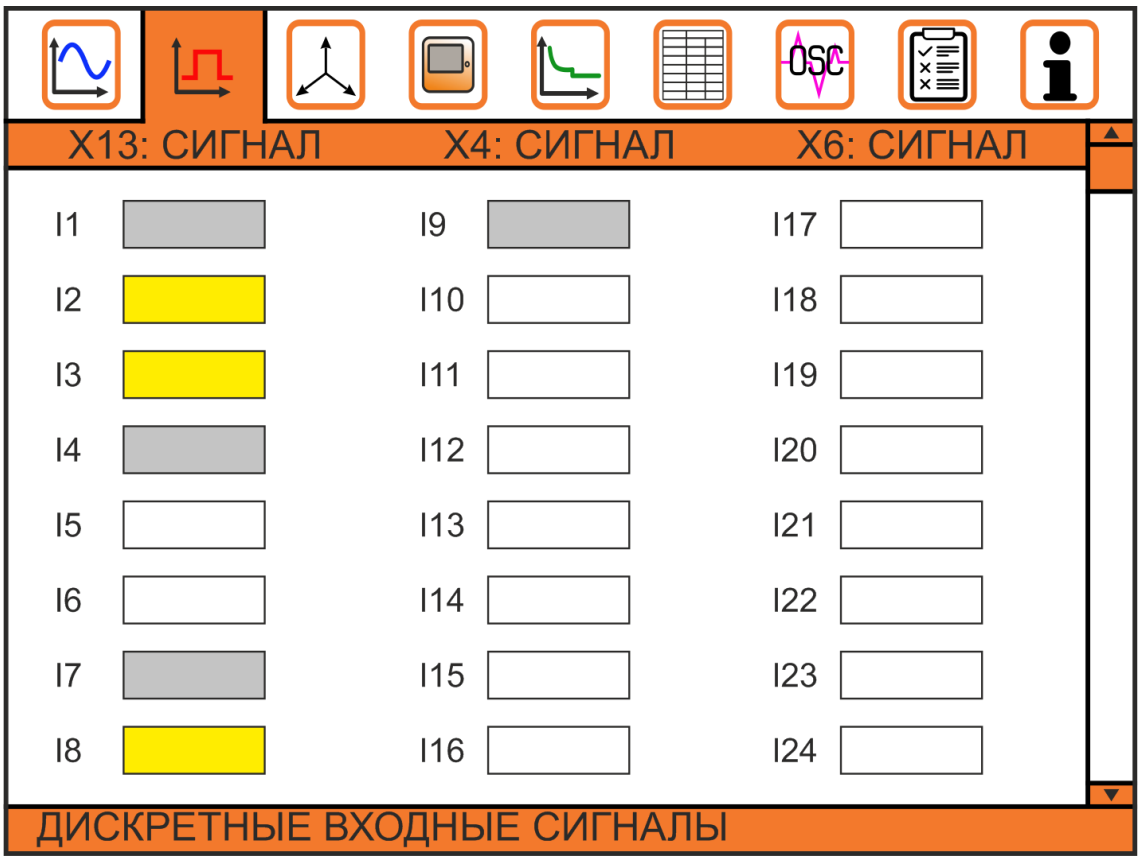

Рис. 2.4.7. Окно вкладки «Дискретные входные сигналы», отображение по блокам
- отображение по блокам (Рисунок 2.4.7), где все входа и их текущее состояние (0 либо 1) представлены в графическом виде. Переключение между табличным видом и отображением по блокам осуществляется нажатием кнопки **«Вверх»** (▲). Белым цветом обозначены неиспользуемые входа, серым обозначены входа, на которые приходит сигнал «0», желтым обозначены входа, на которые приходит сигнал «1».